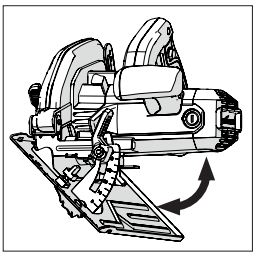

Fig. 14
- Incline a lâmina para o ângulo necessário conforme indicado no transferidor do quadrante. **(Fig. 14)**
(14) RECOMENDAÇÕES DE OPERAÇÃO (VERIFICAÇÕES PRÉVIAS À UTILIZAÇÃO)